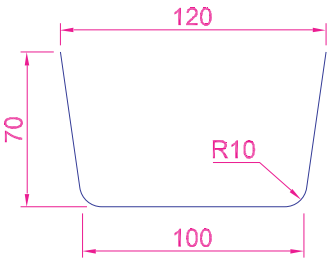

Fig. 17.31 Example – **Rulesurf** – pline outline
2. In the **3D Navigate/Front** view construct the pline as shown in Fig. 17.31.